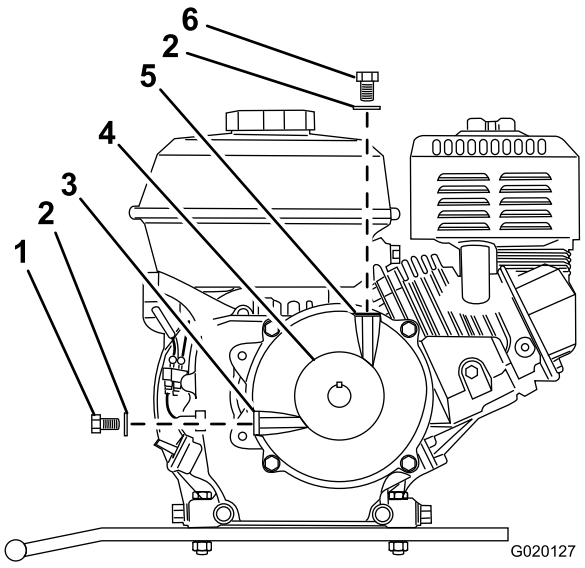

Figure 64
3. Remove the filler bolt and washer from the filler port on the top of the reduction case (Figure 64).
4. Remove the oil-level-check bolt and washer from the oil-level port in the side of the reduction case (Figure 64).
9. Install the oil-level-check bolt and washer to the oil-level port of the reduction case, and tighten the oil-level-check bolt (Figure 64).
10. Install the filler bolt and washer to the filler port of the reduction case, and tighten the filler bolt (Figure 64).